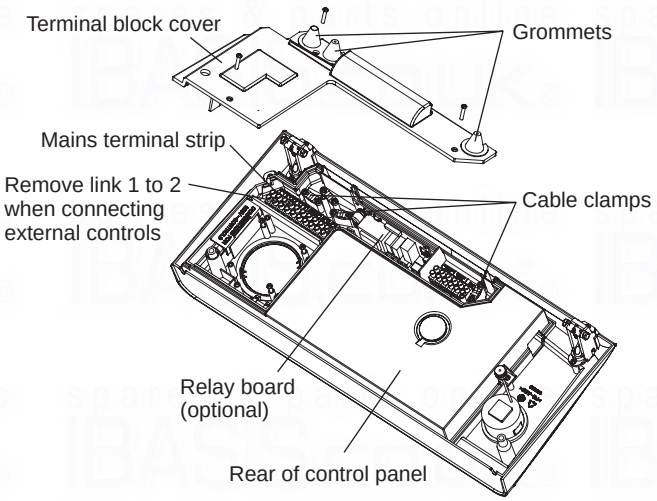

Fig. 16
4.10 CONNECT THE MAINS SUPPLY - Fig. 16
Remove the three screws securing the terminal block cover from the back of the control box (see Fig. 16). Pass the mains supply cable through the cable clamp and connect as follows:- Brown to L, Blue to N and Green/Yellow to ⏚. Ensure correct polarity.